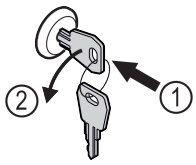

Fig. 162
▶ Introduceți cheia prin apăsare. *Fig. 162 (1)*
▶ Rotiți cheia cu 90° în sens invers acelor de ceasornic. *Fig. 162 (2)*